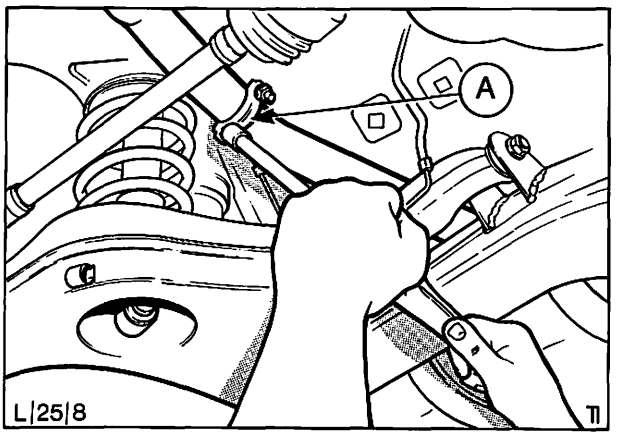

Abb. 14 Klemmschelle
2. Klemmschelle vor der Hinterachse vom Auspuffrohr abbauen, Abb. 14, und Verbindungsstelle mit etwas Rostlösemittel benetzen, um diese leichter trennen zu können. Hintere Auspuffanlage hin und her drehen, bis die Verbindung gelöst wird.